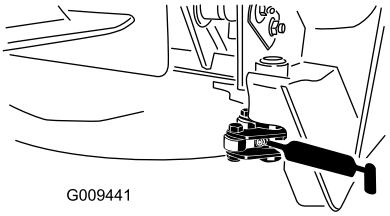

Figura 42
- Articulação do trinco (2) (Figura 42)